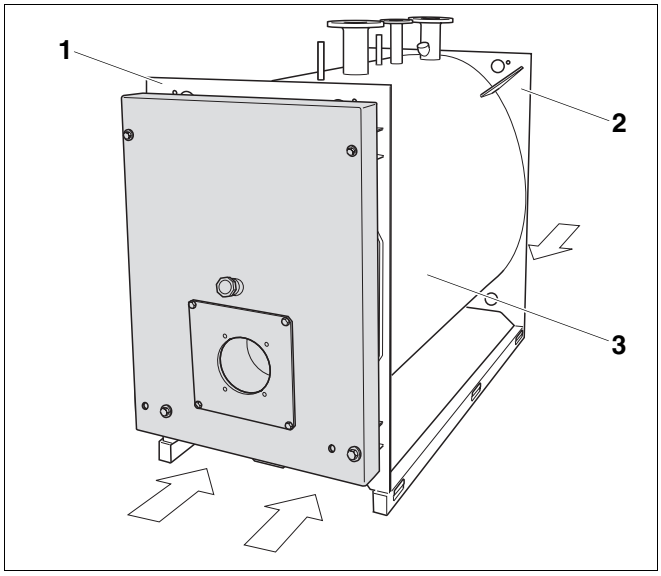

Рис. 4 Транспортировка корпуса котла на вилочном погрузчике или на грузоподъемных тележках
- Подвести вилы погрузчика под переднюю стенку (рис. 4, **поз. 1**) и заднюю стенку (рис. 4, **поз. 2**) котла.
- Подвести тележки под переднюю и заднюю стенки котла (рис. 4, стр. 16).
- Равномерно поднять корпус котла двумя тележками (рис. 4, стр. 16).